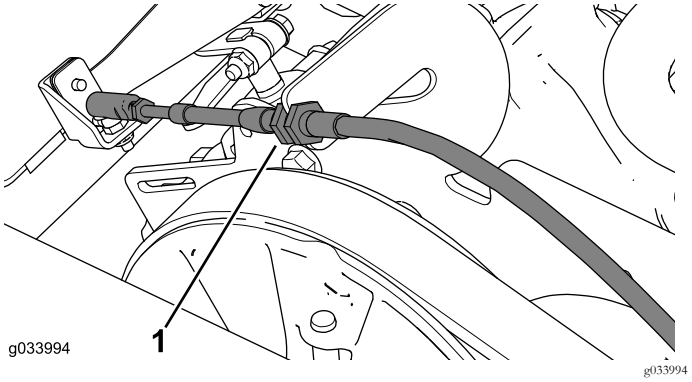

Figur 10
4. Frakobl skiftekablet fra skiftekabelbeslaget, og fjern det fra skiftekabelbeslaget (Figur 10).